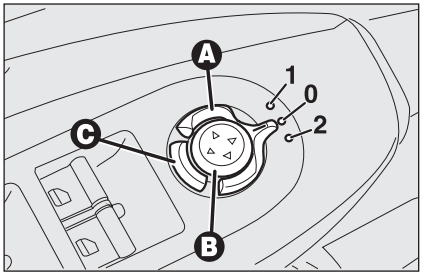

rys. 39
Wybrać za pomocą urządzenia **A-rys. 39**, żądane lusterko:
W razie potrzeby (na przykład, gdy lusterka utrudniają przejazd wąską drogą) można złożyć lusterka poprzez naciśnięcie przycisku **C-rys. 39**.
Aby przywrócić lusterka w pozycję jazdy nacisnąć ponownie przycisk **C-rys. 39**.
- ❒ obracając przełącznik **A-rys. 39** w pozycję **2** (wybiera się lusterko po stronie pasażera);
Procedura jest następująca: włożyć kluczyk elektroniczny do wyłącznika zapłonu; włączyć bieg wsteczny;obrócić przełącznik **A-rys. 39** w pozycję **2** (wybierając lusterko po stronie pasażera).
Lusterko powraca automatycznie do położenia początkowego po około 10 sekundach wyłączeniu biegu wstecznego lub natychmiast po przekroczeniu prędkości 10 km/h podczas jazdy do przodu lub po obróceniu przełącznika **A-rys. 39** w pozycję **0**.